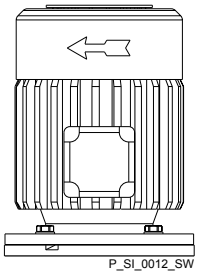

Рис. 18: направление вращения двигателя
– При подключении двигателя обращайте внимание на правильное направление вращения, см. стрелку на обшивке вентилятора, как показано на Рис. 18.